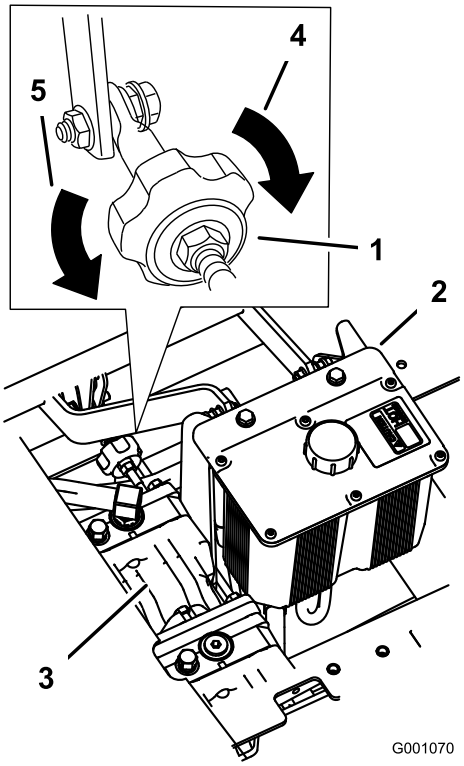

**Figuur 49**
4. Als de machine naar links trekt, draait u de knop naar de rechterkant van de machine. Zie Figuur 49.
5. Als de machine naar rechts trekt, draait u de knop naar de linkerkant van de machine. Zie Figuur 49.